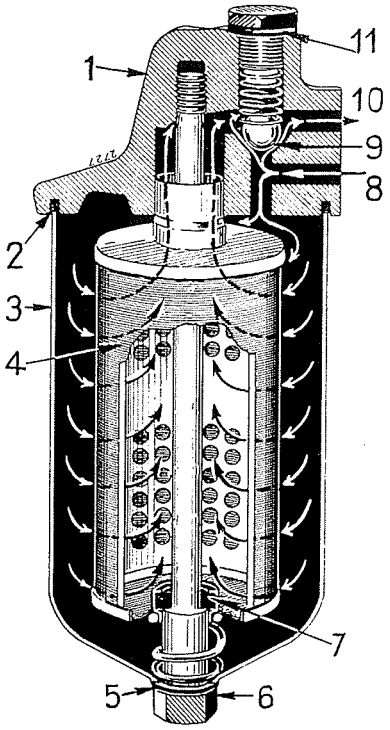

Bild 107
ob Ölfilterglocke (3), Bild 107, unrund oder an der Sitzfläche beschädigt ist,